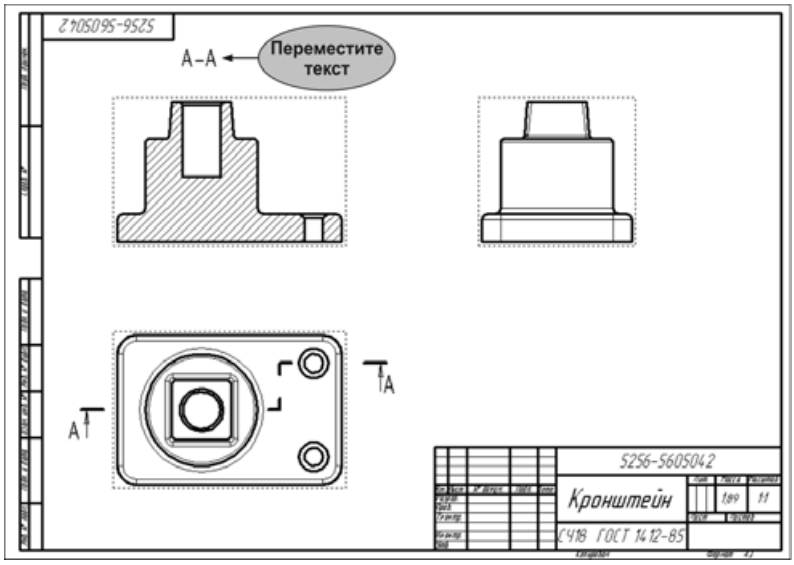

Рис. 3.31
- Щелчком мыши выделите обозначение разреза **А-А** и просто перетащите его, так чтобы текст был расположен непосредственно над видом (рис. 3.31).
- После этого чертеж должен выглядеть так, как это показано на рис. 3.31. Сохраните документ на диске .